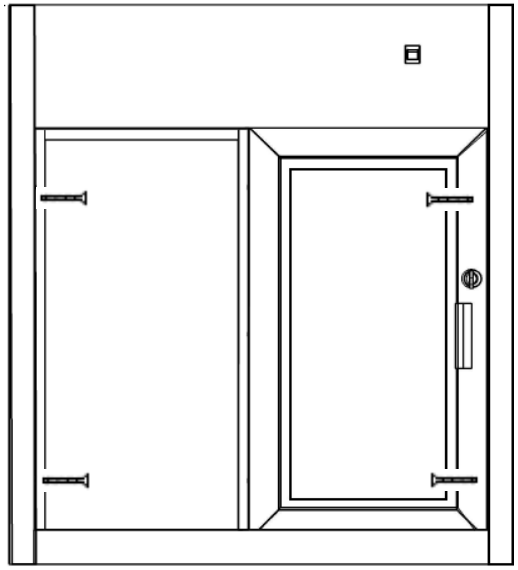

FIGURE 1
2) Anchor through each side jamb at two places approx. 5" at top and bottom of each jamb.(See Fig. 1)